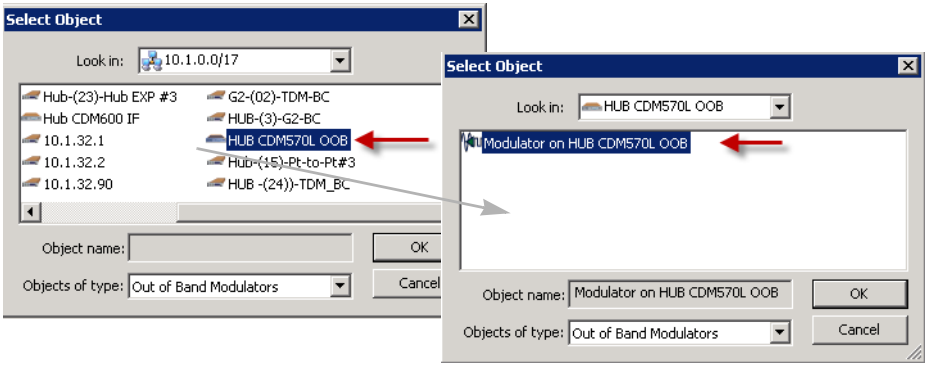

Figure 7-18 Select Modulator, Half Duplex Broadcast
6. Navigate through the Select Object window to select the target modulator (figure 7-18).